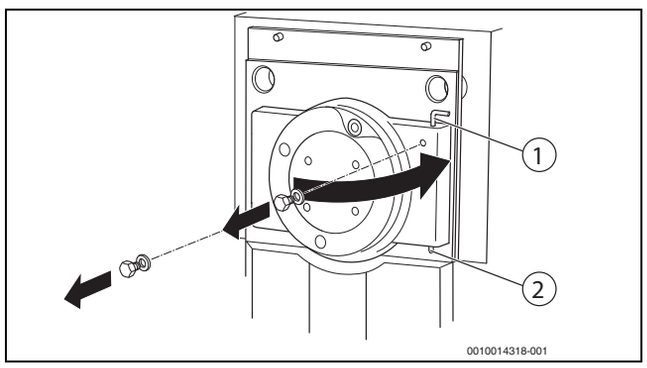

Bild 23 Feuerraumtür öffnen
- ▶ Scharnierbolzen [1] (→ Bild 23, Seite 26) aus der Scharnierbohrung herausziehen.